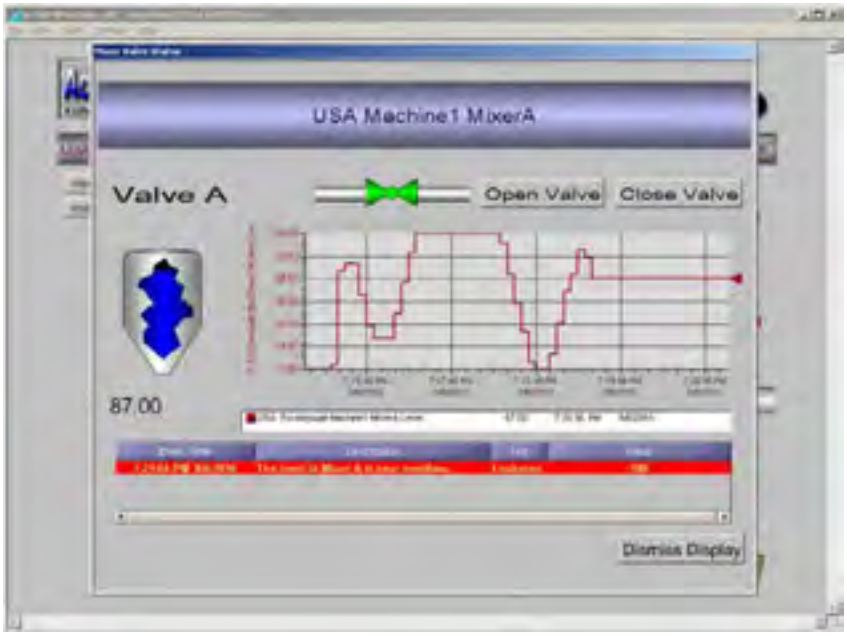

Figure L13.49 - Using Global Alias in Runtime
14. Click on one of the levels to show the display and a pop-up window in runtime mode, as shown in Figure L13.49.